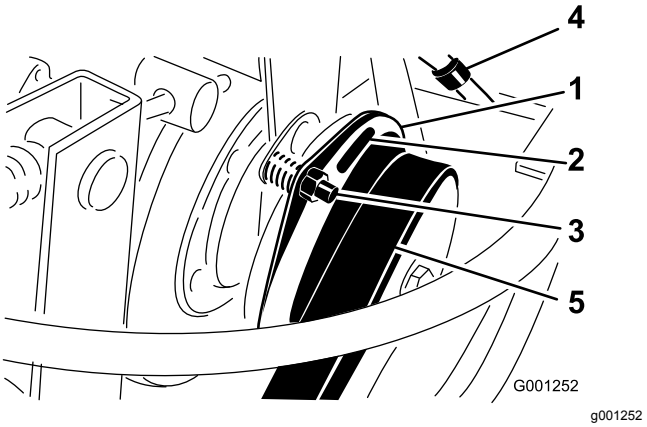

Figuur 76
3. Stel de elektrodenafstand zodanig in dat u een lichte druk voelt als u een voelermaat van 0,4 mm tussen de koppelingsvoering en de frictieplaat schuift (Figuur 76).
Opmerking: U kunt de afstand verkleinen door de stelmoer rechtsom te draaien (Figuur 76). De maximale elektrodenafstand is 0,7 mm. Stel alle 3 elektrodenafstanden af.